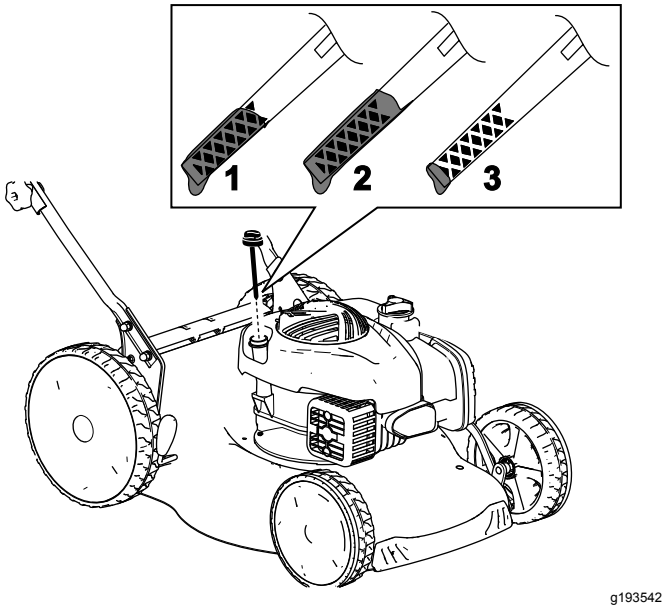

Figur 7
2. Fjern peilestaven ved å vri lokket mot venstre og trekke den ut (Figur 7).
7. Les av oljenivået på peilestaven (Figur 7).